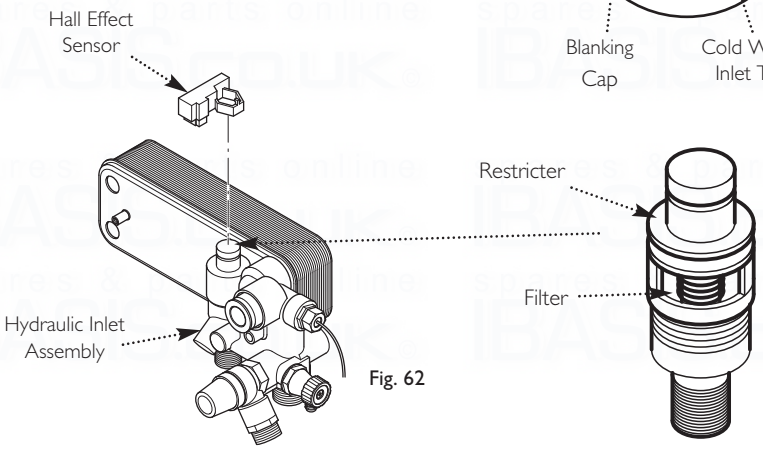

Fig. 62
DHW Filter (Fig. 62)
17. Pull off the Hall Effect sensor. Undo the restricter from the inlet/return manifold (Fig. 62).